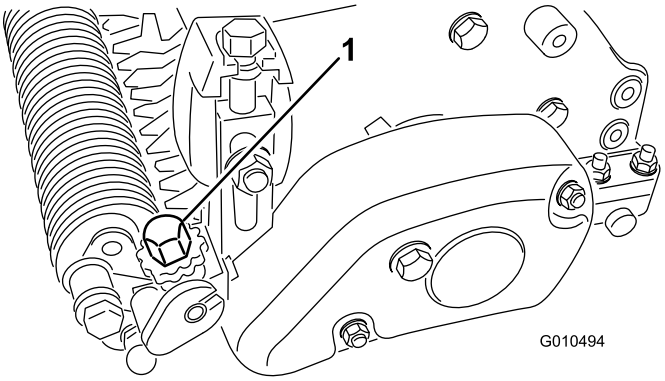

**Figura 25**
6. Gire el pomo de ajuste de la altura del acondicionador para elevar o bajar la punta de la cuchilla a la altura de acondicionado deseada (Figura 25).